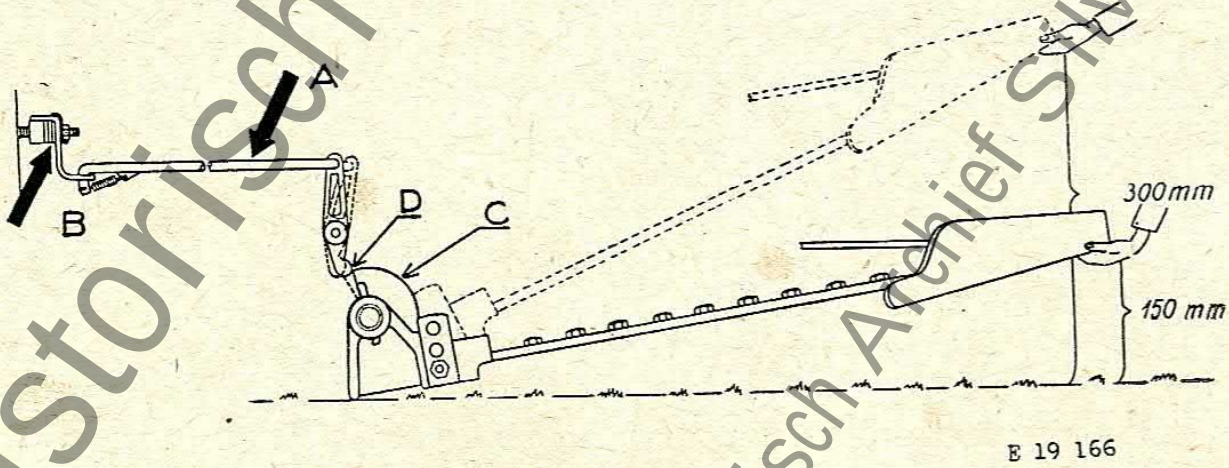

Bild 14.
Einstellen der automatischen Schaltung: Mähbalken ablassen und am äußeren Schuh ca. 15—20 cm vom Boden abheben. Jetzt muß die Schaltstange (A Bild 14) unter Spannung stehen d. h. der Schaltvorgang beginnt. Prüfen durch Drehen am Anwerfrad. Beginnt der Schaltvorgang später, so ist die Schaltstange durch Herausnehmen von Einstellscheiben (B) auf der Schaltwelle am Mähwerk entsprechend zu kürzen. Beginnt der Schaltvorgang zu früh, so ist durch Beilegen von Einstellscheiben die Schaltstange zu verlängern. Beim Abheben des Mähbalkens vom Boden auf etwa 300 mm ist der Schaltvorgang beendet, Messer steht still.